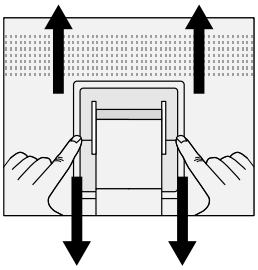

Rysunek S.2
4. Naciśnij element “▼” palcem wskazującym, przesuwając jednocześnie dolną osłonę podstawy (**Rysunek S.2**).